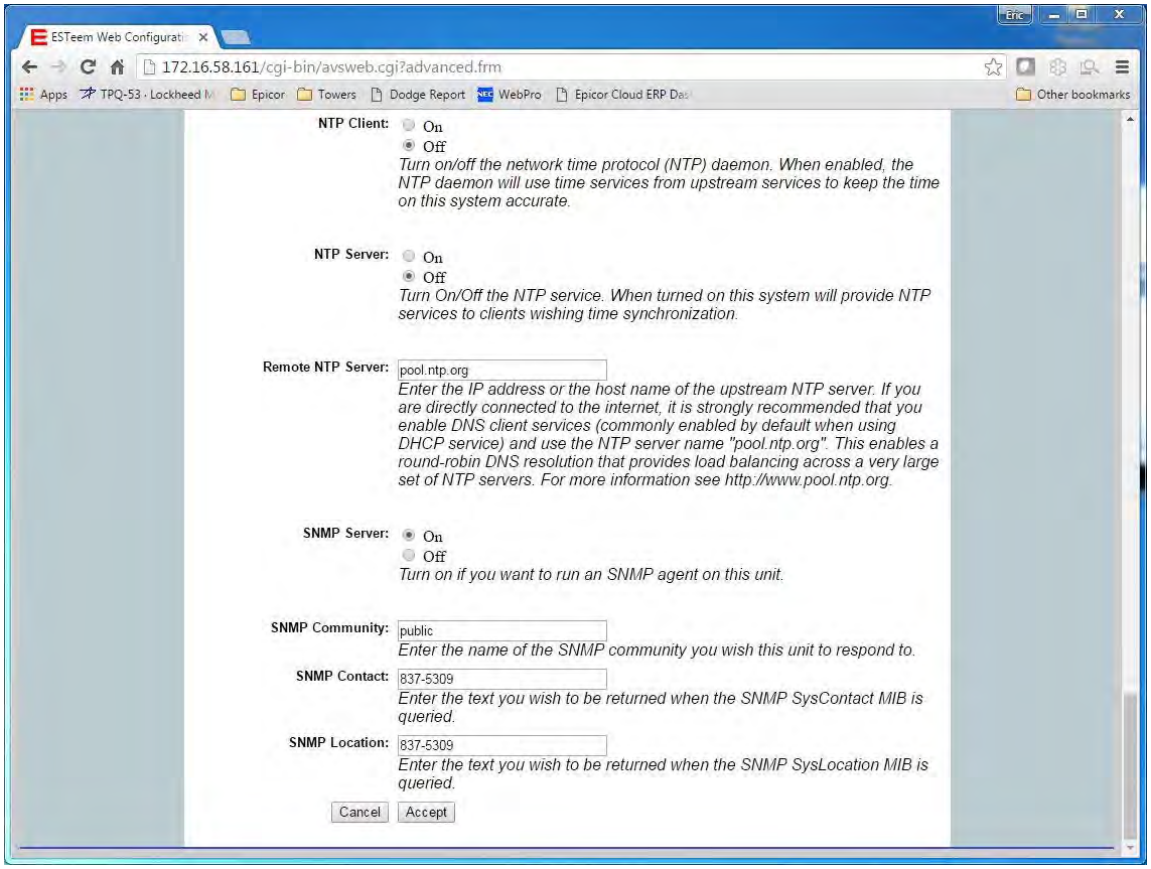

Figure 9: NTP Settings
2. Press the Next button and Figure 9 will be displayed. At the bottom of the page are the NTP server configurations.
3. The NTP daemon is enabled by selecting ON for **NTP Client** (Figure 9). When enabled, the NTP daemon will use time services from upstream services to keep the time on this system accurate.
4. Next, the **NTP Server** should be configured to "On," if you want to allow the system to provide NTP service for clients wishing time synchronization (Figure 9).